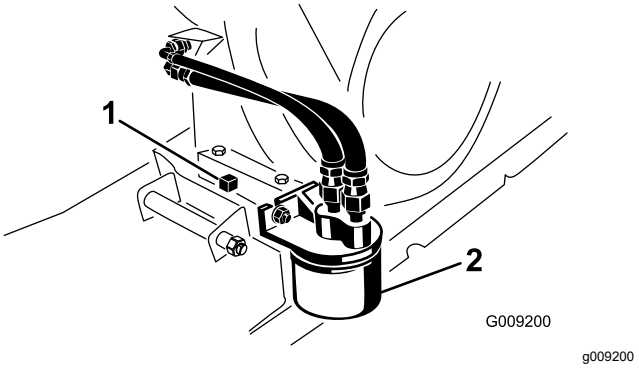

Figur 33
2. Avlägsna det befintliga oljefiltret (Figur 33).
4. Skruva fast det nya filtret på filteradaptern tills packningen vidrör fästplattan och dra sedan åt filtret ytterligare ett halvt till tre fjärdedels varv (Figur 33).
6. Sätt ett kärl som rymmer minst 1,8 liter under avtappningspluggen (Figur 33).
7. Ta bort avtappningspluggen och förslutningen (Figur 33).